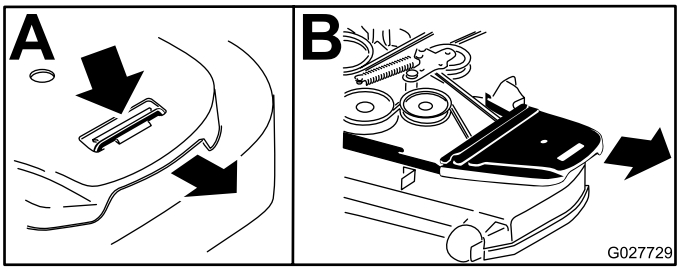

Figur 83
6. Fjern remdekslene (Figur 83).